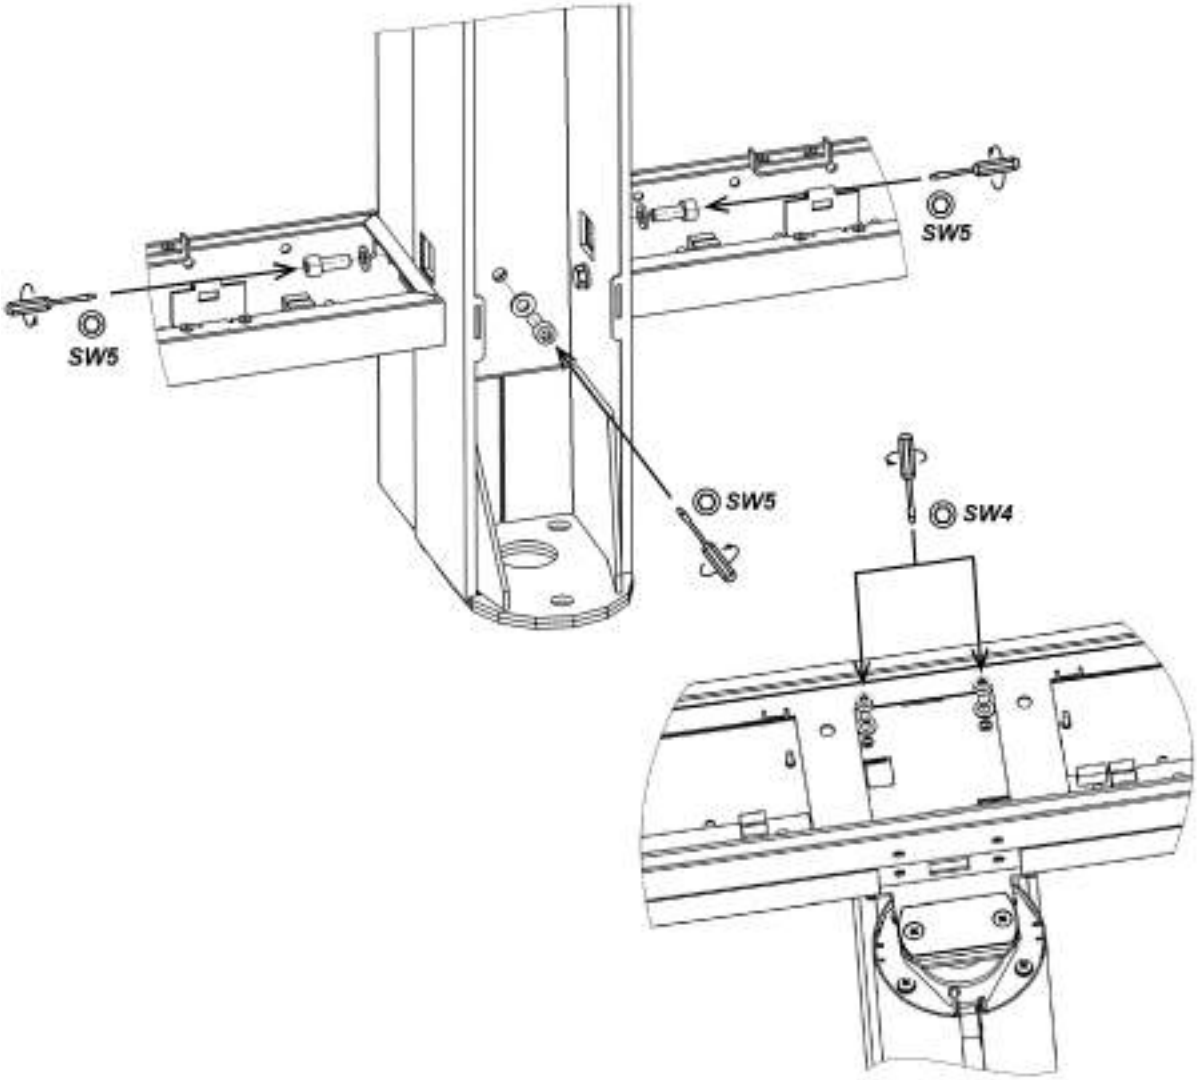

Рисунок 30. Демонтаж задней панели центральной стойки
1. Снимите верхнюю крышку секции (10) (см. разд. 8.9.6) и две защитные пластины.
2. Снимите блок индикации на центральной стойке (3) (см. разд. 8.9.5).
3. Снимите кожух створки (4) (см. разд. 8.9.4).
4. Снимите кожух центральной стойки (5) (см. разд. 8.9.1).
5. Снимите обе крышки нижнего короба (14) (см. разд. 8.9.7).
6. Для секции ***PERCo-ST-01***: Снимите заднюю панель центральной стойки (6). Для этого открутите 2 винта M6×16 (под шестигранный ключ SW5) в нижних коробах, один винт M6×16 (под шестигранный ключ SW5) в нижней части центральной стойки и два винта M5×12 (под шестигранный ключ SW4) в верхнем коробе (см. рис. 30).